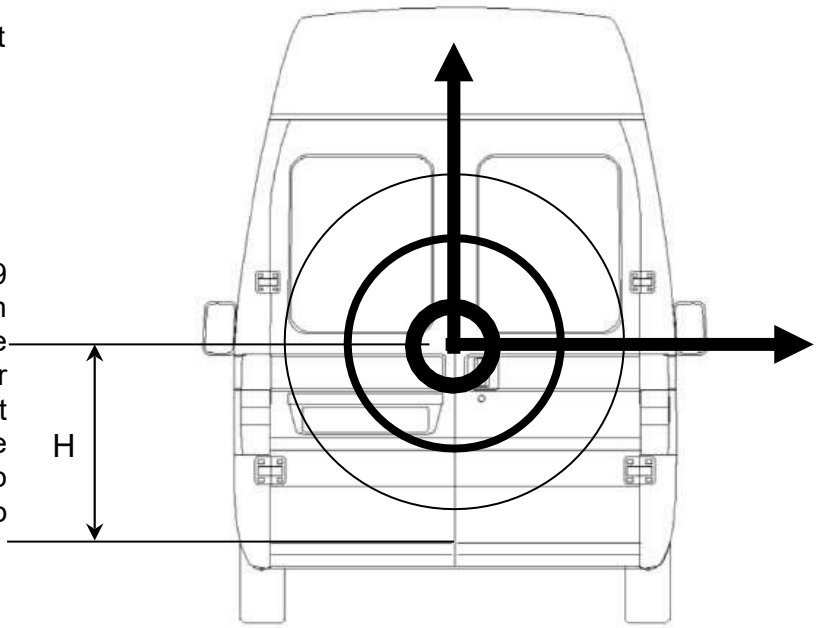

Fig. 4
- Die Position des Schlossgehäuses relativ zur Unterkante der Tür (H) muss möglichst nahe an der Türmitte liegen (siehe Abb. 4). Idealerweise entspricht der Abstand von der Unterkante der Tür zum Schloss (H) dem Abstand vom Schloss zur Oberkante.